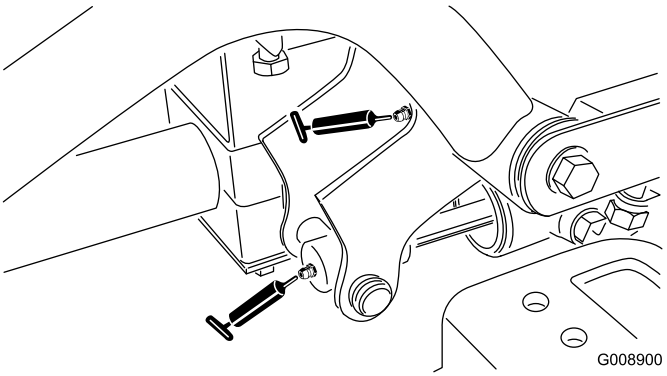

Figuur 35
- Draaipunt van voorste hefarm rechts en hefcilinder (2) (Figuur 35)